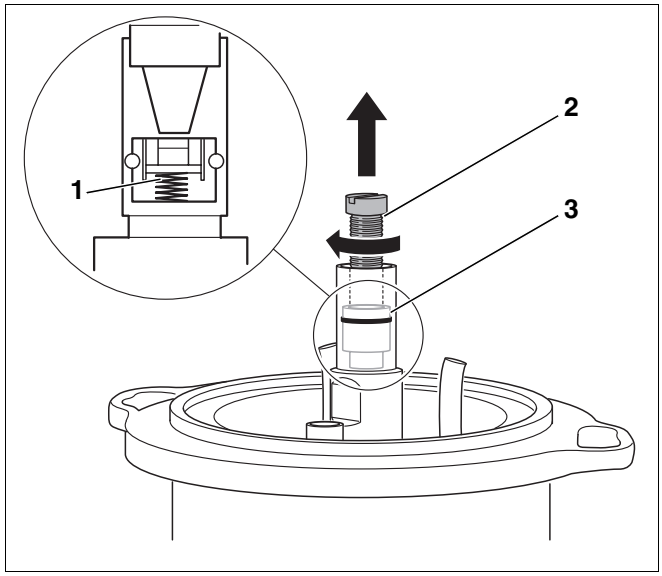

Afb. 37 Afsluitklep vervangen
De afsluitklep (afb. 37, **pos. 3**) in de olievoorverwarmer functioneert als een terugslagklep. Wanneer de oliepomp in werking is, drukt deze de stookolie door de afsluitklep. Als de pomp uitschakelt, sluit de afsluitklep af met een veer (afb. 37, **pos. 1**).
- Schroef de schroef M5 × 50 (afb. 37, **pos. 2**) erin en trek de afsluitklep (afb. 37, **pos. 3**) eruit.